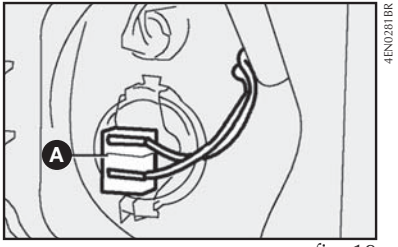

fig. 19
2) soltar o conector **A-fig. 19** de alimentação da lâmpada;